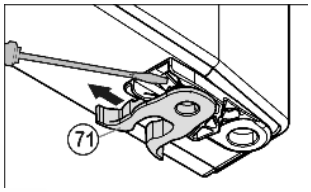

Fig. 9
- ▶ переставить пружинный зажим *Fig. 9 (71)*: Нажать вниз язычок защелки, снять с него пружинный зажим.